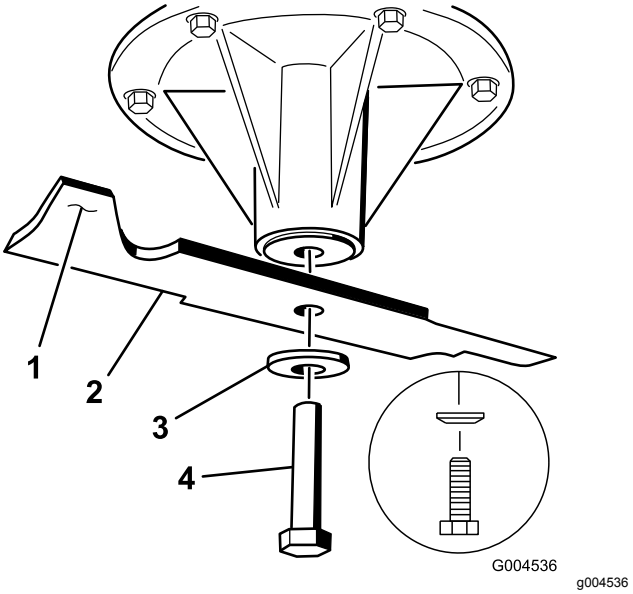

Figur 80
2. Monter skærekniven på spindelakslen (Figur 80).
3. Monter den buede spændeskive og skæreknivsbolten (Figur 80).
Bemærk: Den buede spændeskive skal monteres mod boltens hoved (Figur 80).